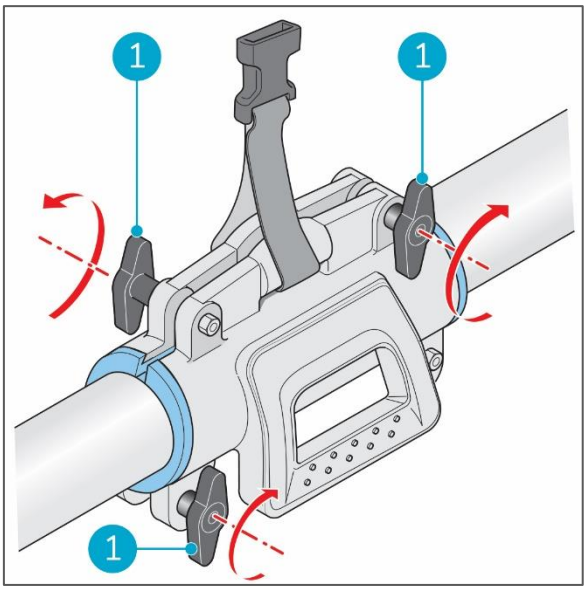

Abbildung 21
9. Ziehen Sie die Flügelmuttern und Schrauben (4x) (Abbildung 21 Pos. 1) im Träger an.